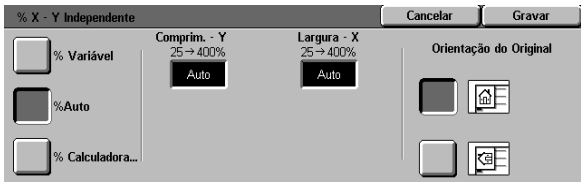

Figura 20: Ecrã % Auto para Redução/Ampliação
3. Seleccione a opção **% Auto**, tal como ilustrado na Figura 20.